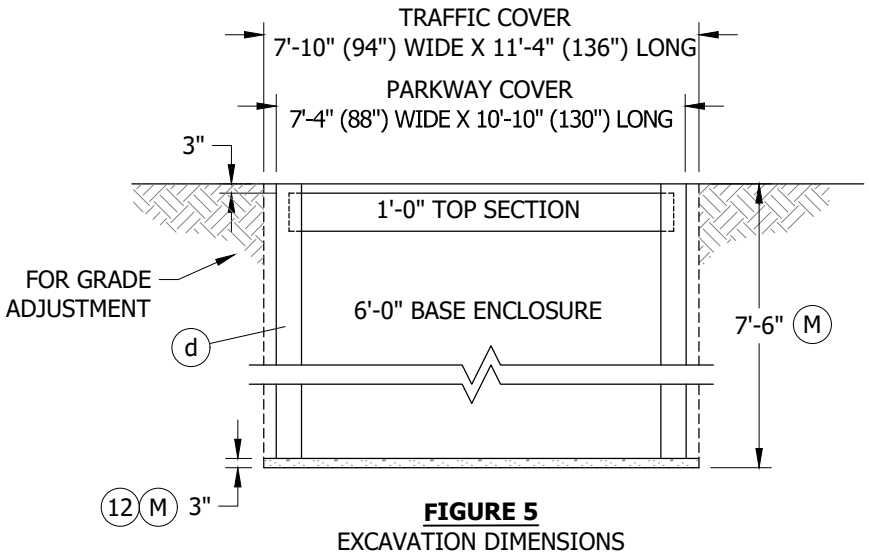

FIGURE 5
B. AFTER THE LOCATION IS ESTABLISHED, MARK OUT DIMENSIONS FOR THE EXCAVATION WIDTH, LENGTH AND DEPTH PER FIGURE 5. THE WIDTH AND LENGTH DIMENSIONS GIVEN ALLOW AN EXTRA 8 INCHES FOR SETTING THE SUBSTRUCTURE.